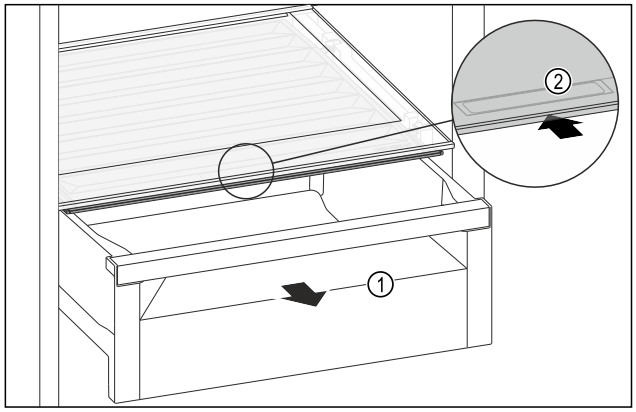

Fig. 125
▶ Pull out the drawer *Fig. 125 (1)*.
▶ Grasp the recessed grip *Fig. 125 (2)* on the compartment lid and push the compartment lid backwards at the same time.